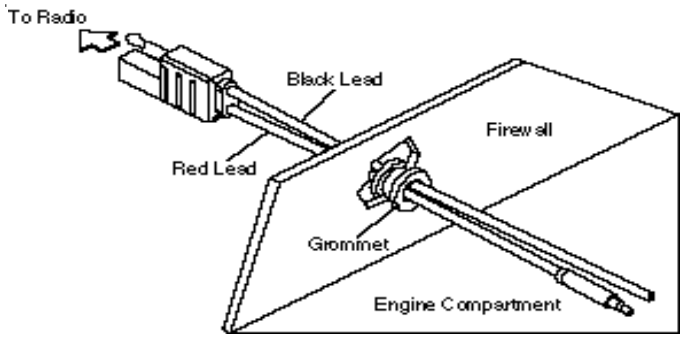
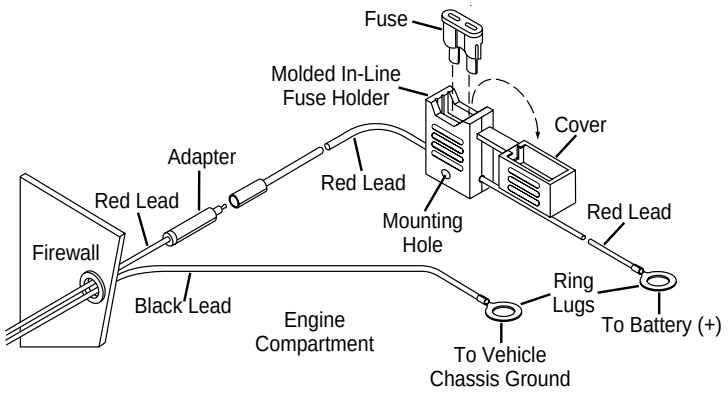

Figure 2. - Power Cable Routing Into the Engine Compartment
Figure 3. - Power Cable Assembly
any hot component. Mount the fuse holder using the provided mounting hole and dress wires as necessary. Connect the fuse holder red adapter lead plus to the mating receptacle on the red lead of the power cable. See Figure 3..
6. Plug fuse into in-line fuse holder as shown in figure 2 Figure 3..